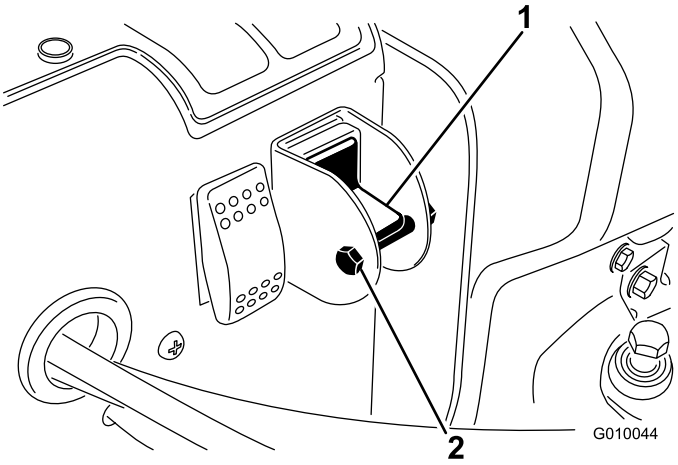

**Figur 29**
3. Lossa låsbulten och muttern från väljarreglaget (Figur 29).